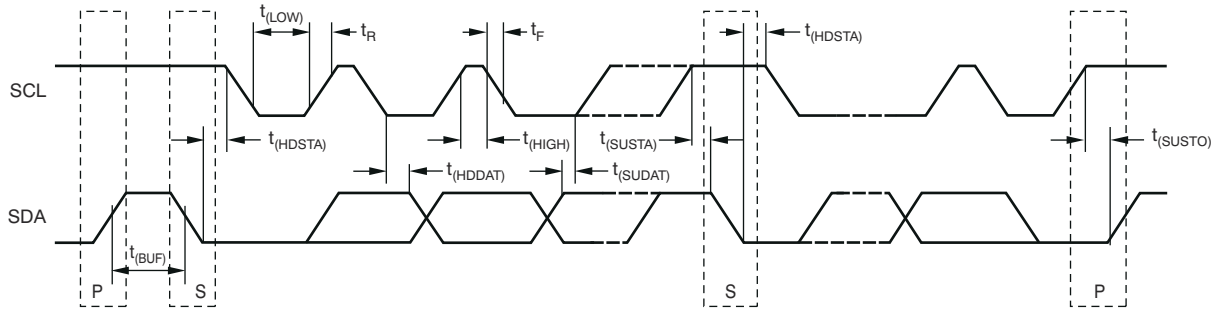

図 6-1. Two-Wire Timing Diagram
(1) Tested with less than 5-Ω effective series resistance and 100-pF differential input capacitance.
6.6 Timing Characteristics for 図 6-1